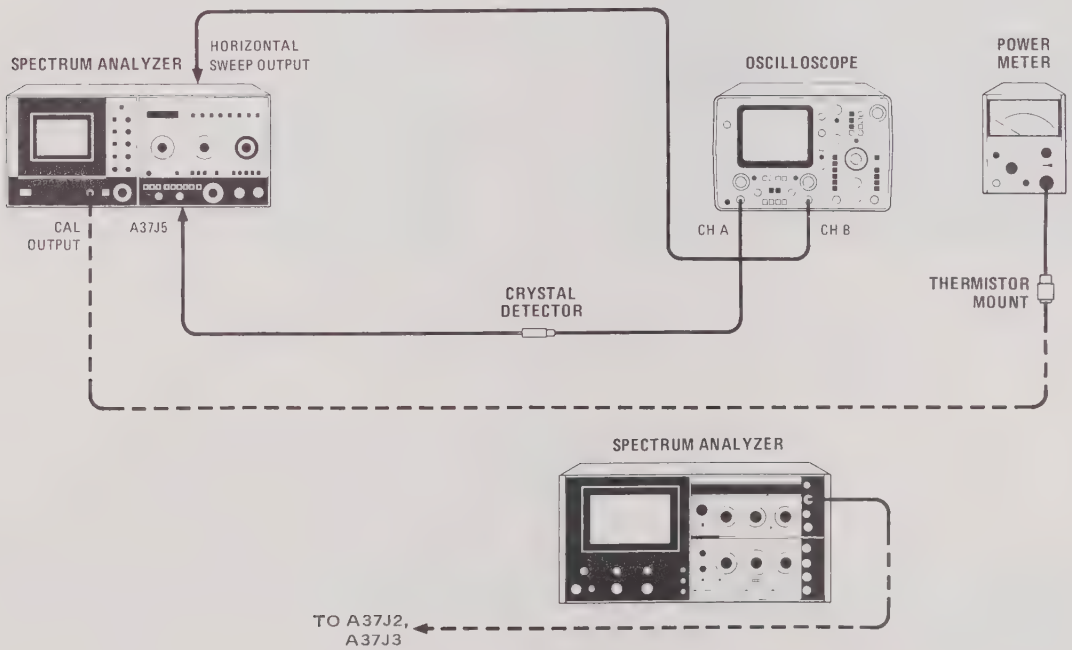

Figure 5-37. Third Converter Adjustment Test Setup
c. Reconnect power cord, set LINE switch ON, connect equipment as shown in Figure 5-37, and set 8565A controls as follows: